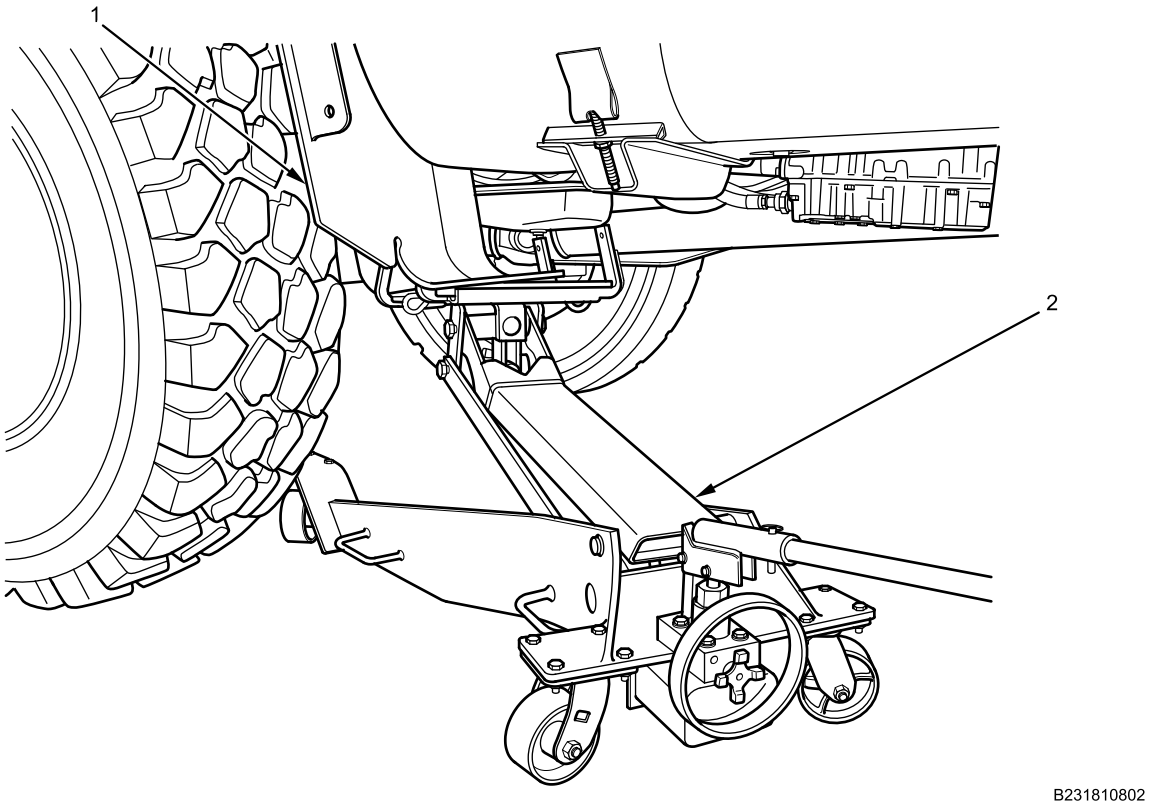

Figure 3. Lower Inner Wheel Deflector Armor Plate.
1. Install inner wheel deflector armor plate (Figure 3, Item 1) by supporting lower armor plate into position with transmission jack (Figure 3, Item 2).